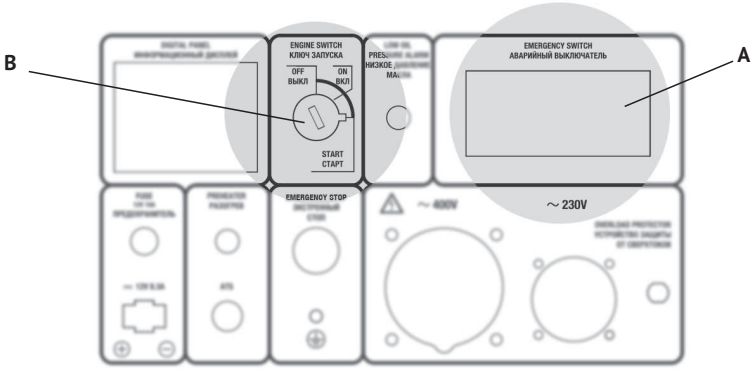

Рис. 12
- Установить ключ в положение ВКЛ (рис.12, **B**).
- Установите автомат защиты (аварийный выключатель) в положение ВЫКЛ (рис.12, **A**).
- Поверните ключ в положение ВЫКЛ (рис.12, **B**).